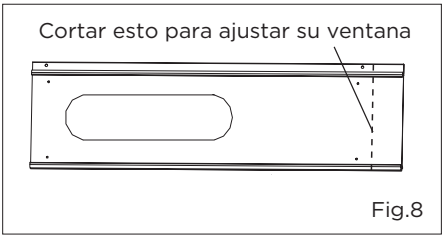
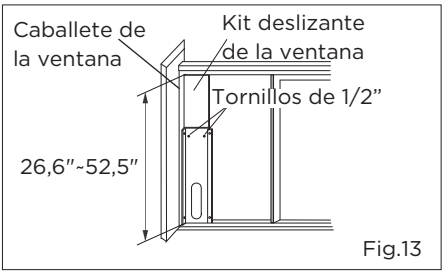

Fig.8
Fig.13
Cortar el kit deslizante ajustable de la ventana si el ancho de la ventana es menor que 26,6 pulgadas (Fig.8).
2. Abrir el marco de la ventana y colocar el kit deslizante de la ventana en el caballete de la ventana (Fig.13). Instalar el kit deslizante de la ventana en el caballete de la ventana. Ajustar la longitud del kit deslizante de la ventana según la altura de la ventana.
Atornillar los dos tornillos en el kit deslizante de la ventana. Ver (Fig.13). Cortar el kit deslizante ajustable de la ventana si la altura de la ventana es menor que 26,6 pulgadas (Fig.8).